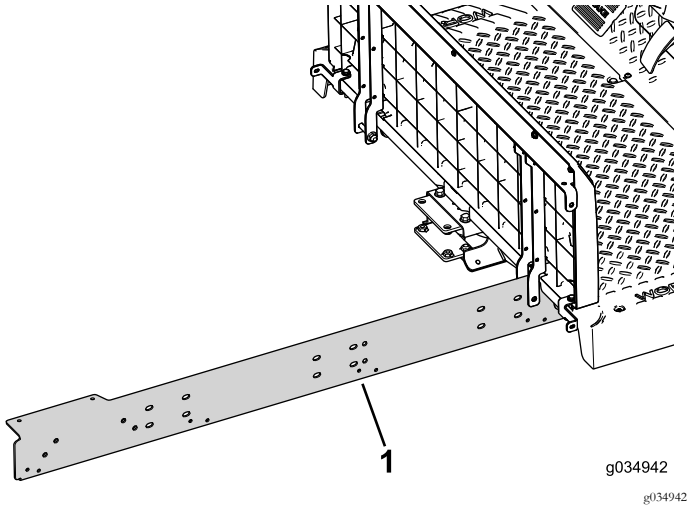

Figura 22
2. Montate, senza serrarla, la guida dell'estensione sul lato destro della macchina (Figura 22).